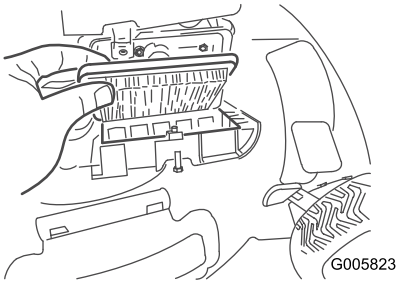

Figura 28
2. Sostituite il filtro dell'aria (Figura 28).